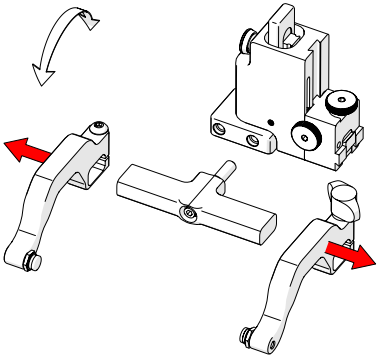

Fig. 107 - Remove probe holder arms
3. Loosen the arm clamp screw and the probe holder arm adjustment knob allowing removal of the probe holder arms *(Fig. 107)*.